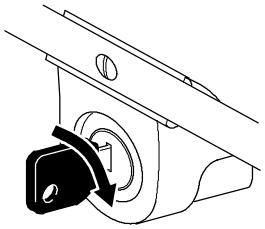

**Figure 13**
- **Electric Starting (electric start model only)**—Insert the key into the switch. Turn the key to the right and release it when the engine starts (Fig. 13).